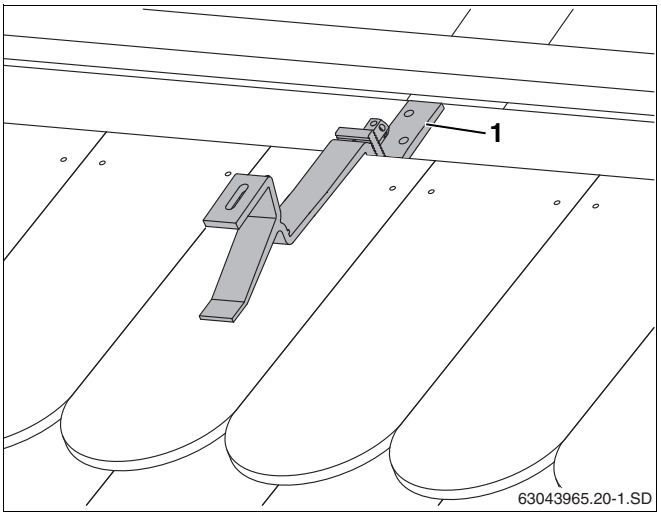

Рис. 18 Установленный кровельный крюк
- Нижнюю часть кровельного крюка сдвиньте вниз настолько, чтобы он прилегал к стропилам или доске/брусу (рис. 18, **поз. 1**).